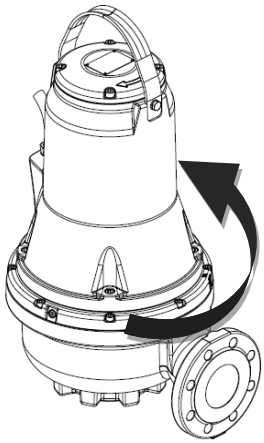

Fig. 10 Direcţia smuciturii
2. Porniţi şi opriţi pompa observând mişcarea (smucitura) acesteia. Dacă este conectată corect, pompa se va roti în sensul acelor de ceasornic, respectiv se va smuci în sens opus acelor de ceasornic. Vezi fig. 10. Dacă sensul de rotaţie este greşit, schimbaţi între ele oricare două faze ale cablului de alimentare.